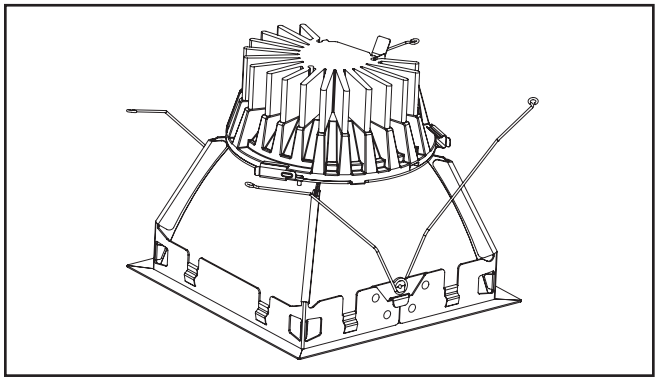

Figura 8.
8. Asegúrese de que el conector esté debidamente adherido. (Figura 8.).